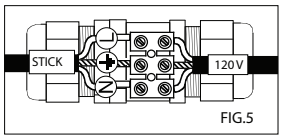

FIG.5
- Dopo essersi assicurati che il cavo di rete non sia in tensione collegarlo all'apparecchio tramite muffola che ne mantenga l' IP. (vedi nostro articolo L10A0003 IP 63).FIG.5
- Check carefully that there is no tension and connect the fitting by a junction box that maintains the IP grade. (see our article L10A0003 IP68).FIG.5
- Vérifier soigneusement que le câble réseau est hors tension, connecter l'appareil par une boîte de jonction qui maintient le grade IP. (voir notre article L10A0003 IP63)FIG.5